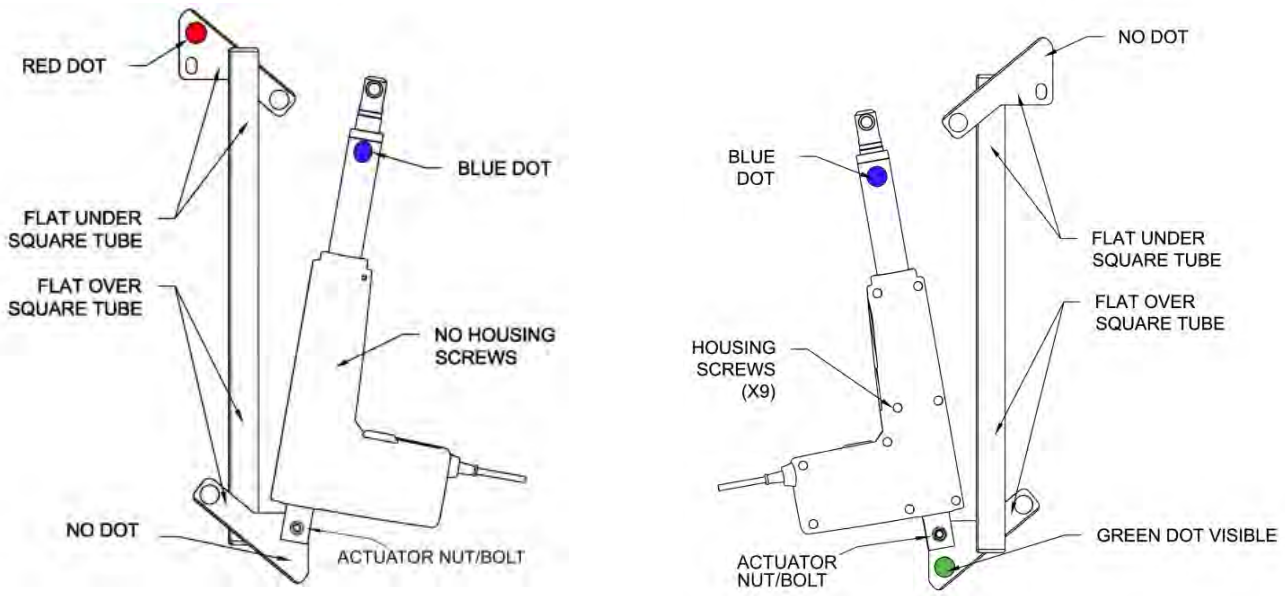
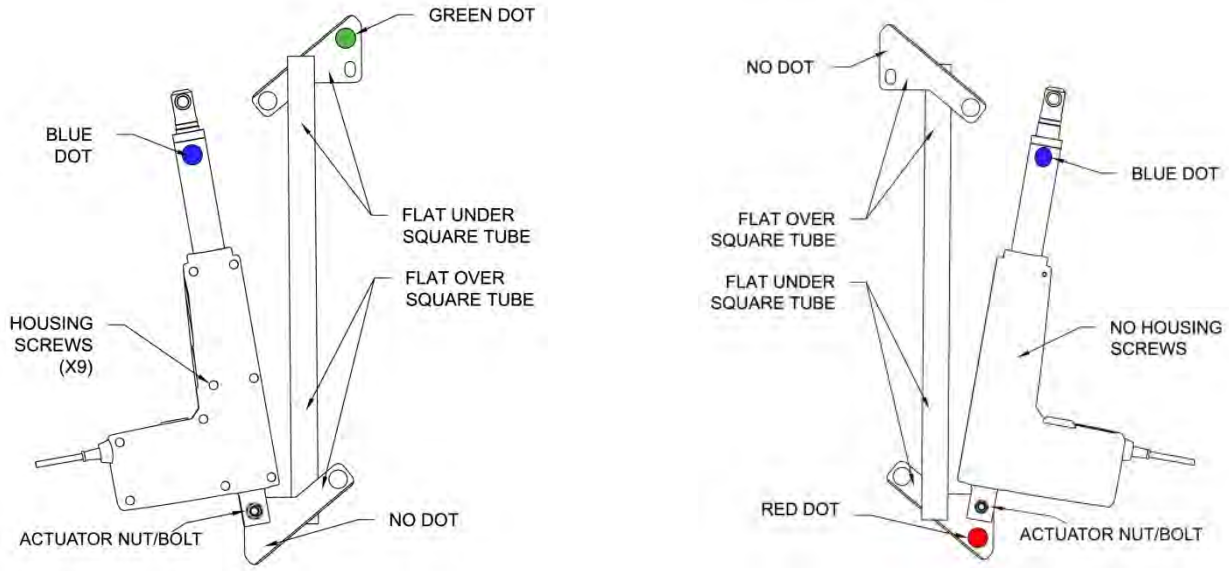

FIG. 8
FIG. 9
3.6 For a left side mount, **red** alignment dots will be facing outward, away from the bowl (FIG. 8). For a right-side mount, **green** dots will be facing outward (FIG. 9).